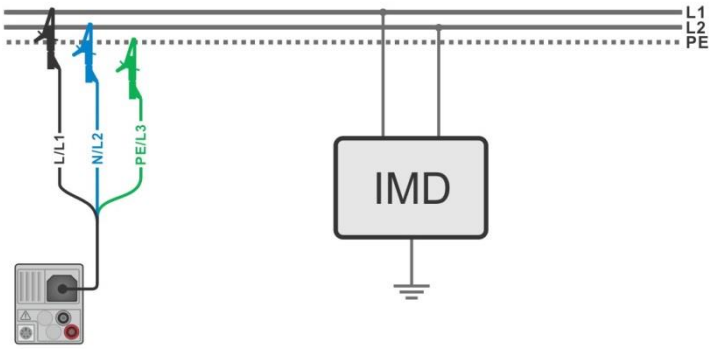
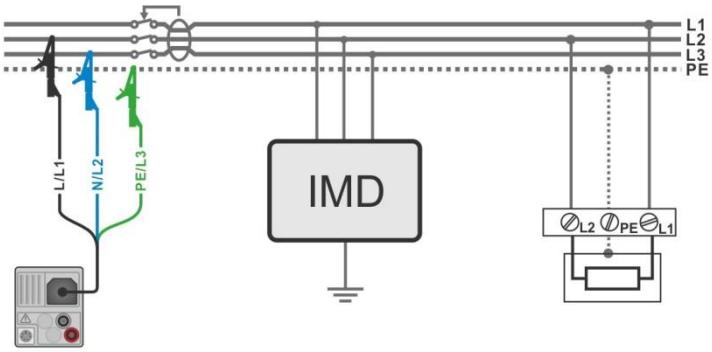

Figure 4.81: Measurement of highest First fault leakage current with 3-wire test lead
Figure 4.82: Measurement of First fault leakage current for RCD protected circuit with 3-wire test lead
- Connect test leads to the object under test, see ***Figure 4.81*** and ***Figure 4.82***.